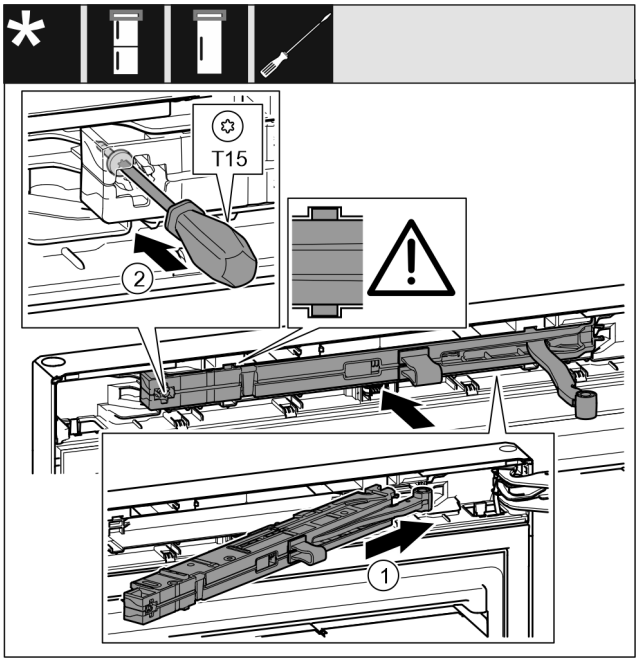

Fig. 71
- ▶ Jednotku tlumiče zavírání *Fig. 71 (1)* na straně stojanu ložiska zasuňte až na doraz šikmo do vybrání.
- ▶ Šroubovákem šroub *Fig. 71 (2)* pevně utáhněte.